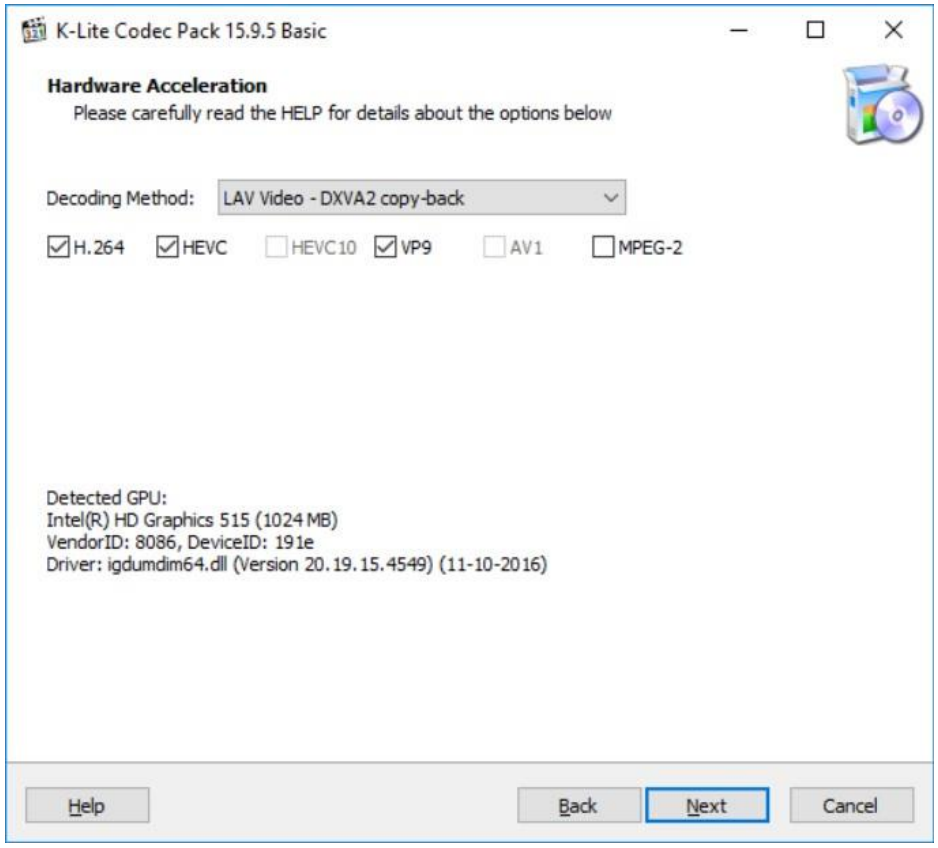

图32即硬件加速
3. 选择报告的解码方法（**LAV视频DXVA2复制回来**）和相关选项报告如下（图32）。